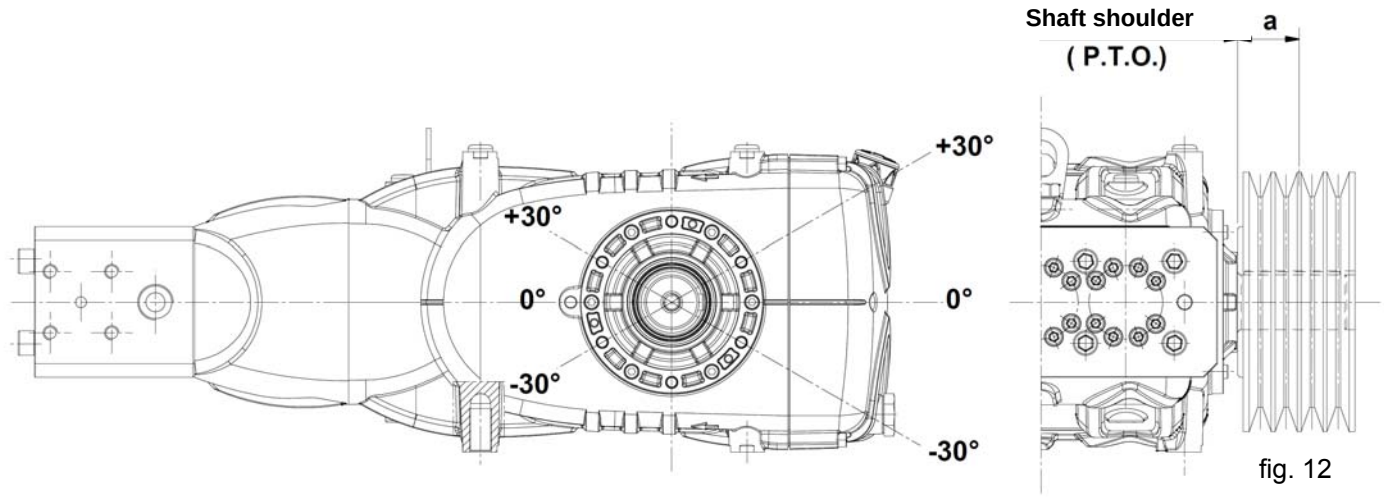

fig. 12
The transmission is considered adequate if the load is applied to a maximum distance **a=40 mm** from the shaft shoulder (P.T.O) as shown in fig. 12.
b) Use high performance belts – for example **XPB** instead of **SPB** – as a lower quantity of belts for the same transmitted power may be necessary and a consequent shorter resulting distance compared to the shaft shoulder (P.T.O), "a" in fig. 12.
e) Follow the direction of the belt pull as shown in fig. 12; for other needs, contact our ***Technical or Customer Service Departments.***